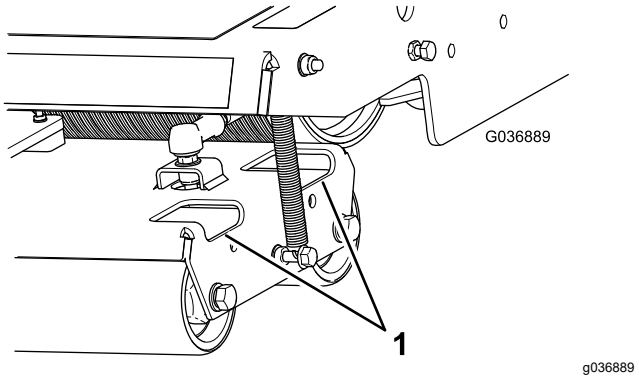

Рисунок 39
2. По мере необходимости очищайте катки от загрязнений и мусора, распыляя воду в отверстия корпусов катков (Рисунок 39).